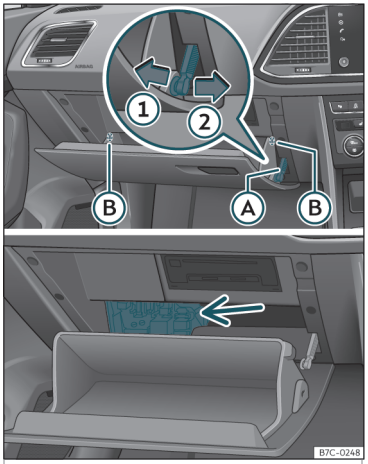

Fig. 44 Guantera (volante a la derecha): acceso a la caja de fusibles.
- Desmonte el freno de apertura ››› **fig. 44** Ⓐ en dos pasos: primero desbloquee el freno tirando de él hacia atrás (flecha ①) y después desplácelo ligeramente hacia la derecha (flecha ②). Desmonte la guía cuando la tapa esté en apertura normal (30°).